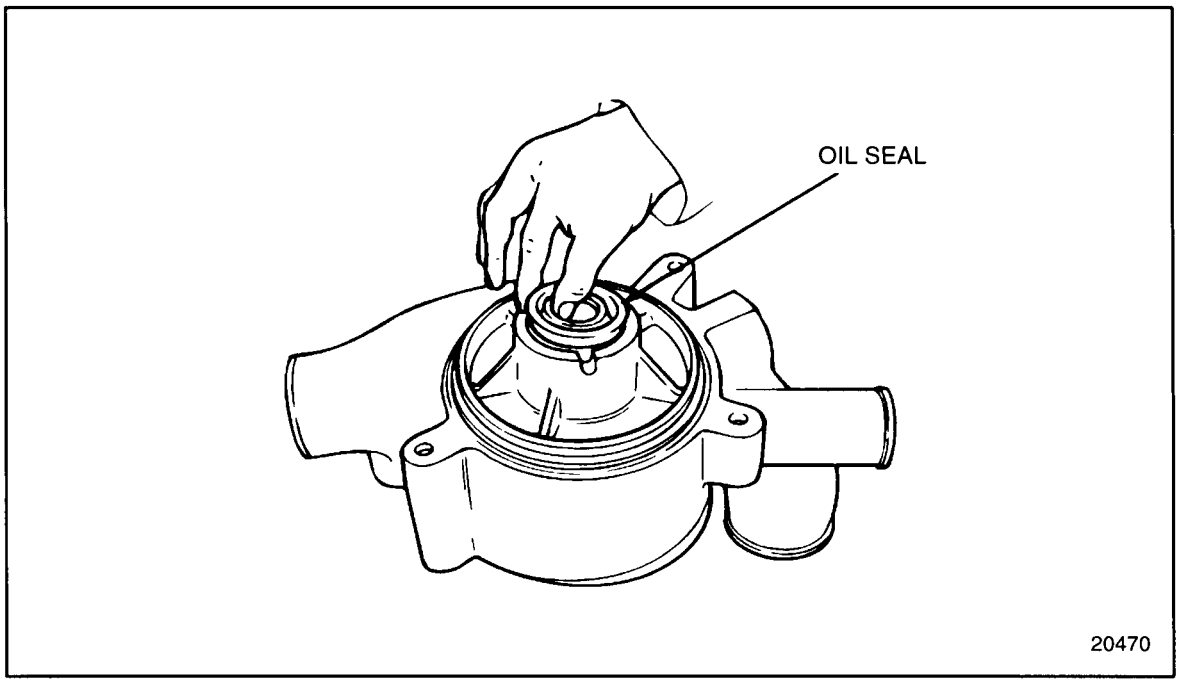

Figure 4-20 Oil Seal Positioning (GCM)
2. Install a new oil seal into the water pump housing from the front (gear side). See Figure 4-20.